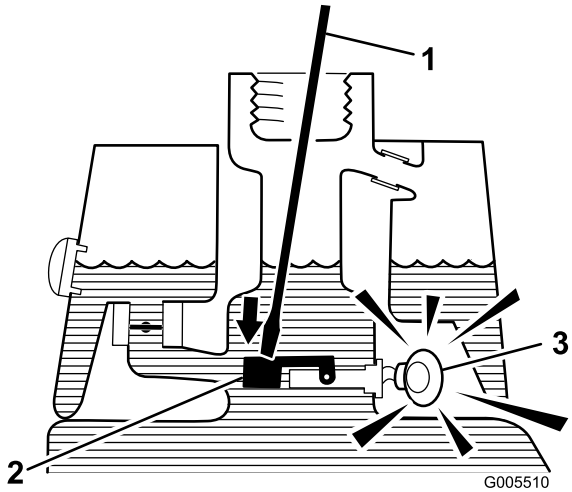

Figuur 31
3. Steek een schone staaf of schroevendraaier in de vulbuis en druk de vlotter voorzichtig naar beneden (Figuur 31). Na één seconde moet het alarm klinken.